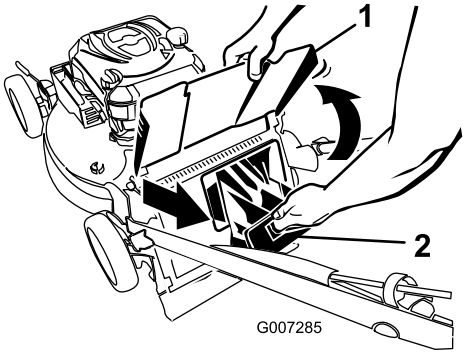

Figur 22
2. Lyft upp utkastarskärmen och håll den upplyft (Figur 22).
3. Dra ut den bakre utkastarpluggen (Figur 22).